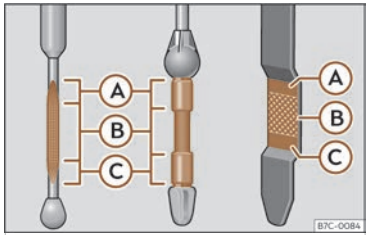

Fig. 235 Engine oil dipstick.
- Then pull it out again and check the oil level >>> Fig. 235. Top up with engine oil if necessary.
- When the oil level reaches at least zone >>> Fig. 235 Ⓑ, carefully screw on the engine oil filler cap >>> ⓘ.